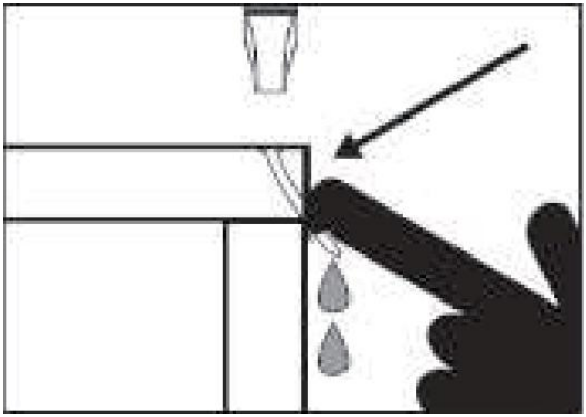

Figure 5. Exemple de déviation du clou.
-La déviation est causée lorsque des irrégularités du grain, des nœuds ou des objets étrangers à l'intérieur du bois provoquent l'agrafe de modifier sa trajectoire, ce qui entraîne la perforation de la surface de la pièce par le clou/l'agrafe, comme illustré à la figure 5.